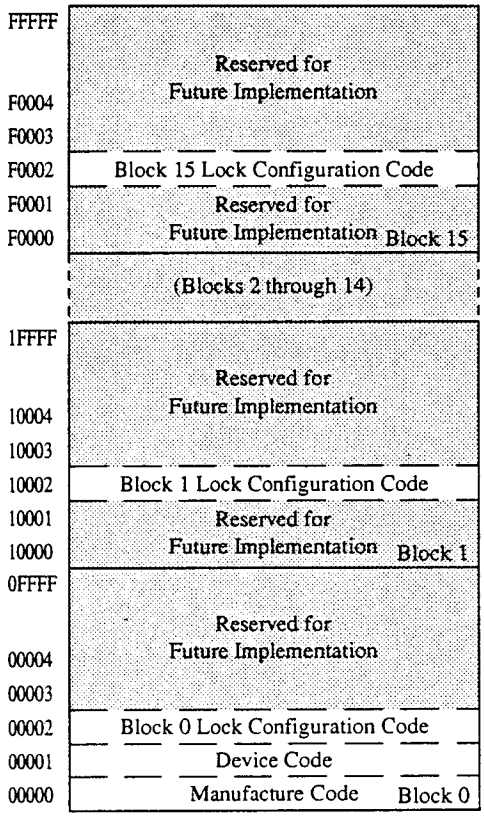

Figure 1. Device Identifier Code Memory Map
The read identifier codes operation outputs the manufacturer code (Block 0), device code (Block 0), and block lock configuration codes (for each block), see Figure 1. Using the manufacturer and device codes, the system CPU can automatically match the device with its proper algorithms. The block lock codes identify locked and unlocked blocks.
IA = Identifier Code Address: see Figure 1.
The host initiates the identifier code operation by writing the Read Identifier Codes command. Following the command write, read cycles from addresses shown in Figure 1 retrieve the manufacturer, device and block lock configuration codes (see Table 3 for identifier code data). To terminate the operation, write another valid command. Although Table 3 lists the device code as A6A6, this family of Sharp's ID243 Series Flash Memory Card could also have device codes AAAA. Host software should check for all two cases for compatibility with future cards.
1. × selects the specific block lock configuration code to be read. See Figure 1 for the device identifier code memory map.